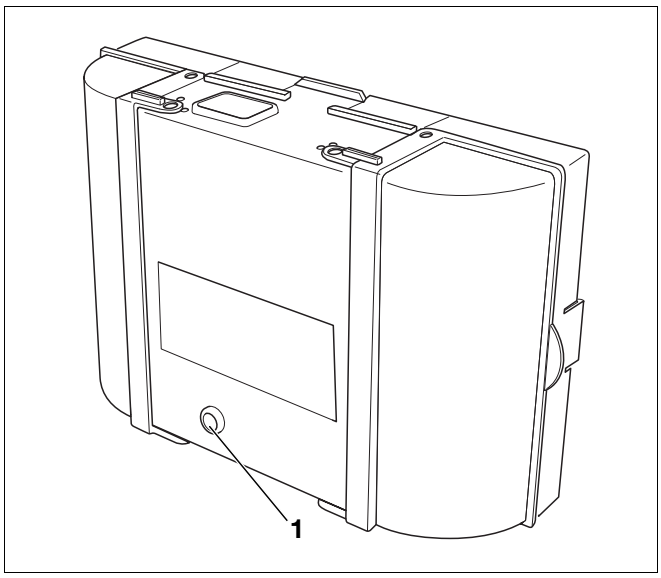

Rys. 20 SAFe 10 – przycisk odkłócający z diodą LED
- Przycisnąć (odblokować) przycisk odkłócający (Rys. 20, **Poz. 1**) dłużej niż jedną sekundę. Po ok. pięciu sekundach palnik przechodzi w tryb rozruchu wzgl. tryb pracy.